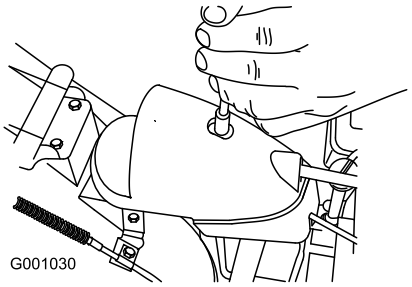

**Figur 54**
1. Ta bort fästanordningen på kåpan över kugghjulet (Figur 54), lyft upp kåpans främre del och skjut kåpan bakåt så att den inte är i vägen.